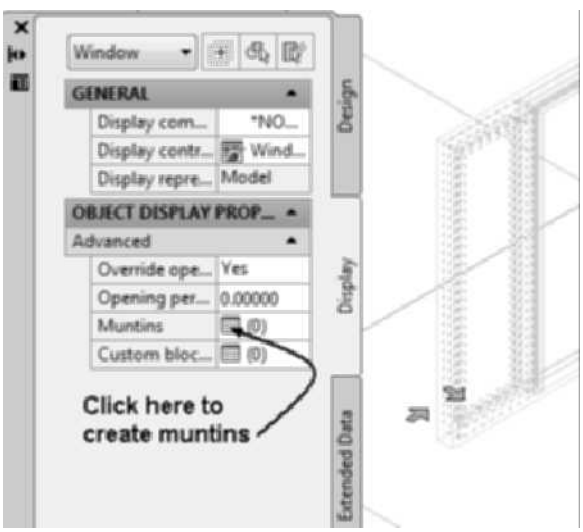
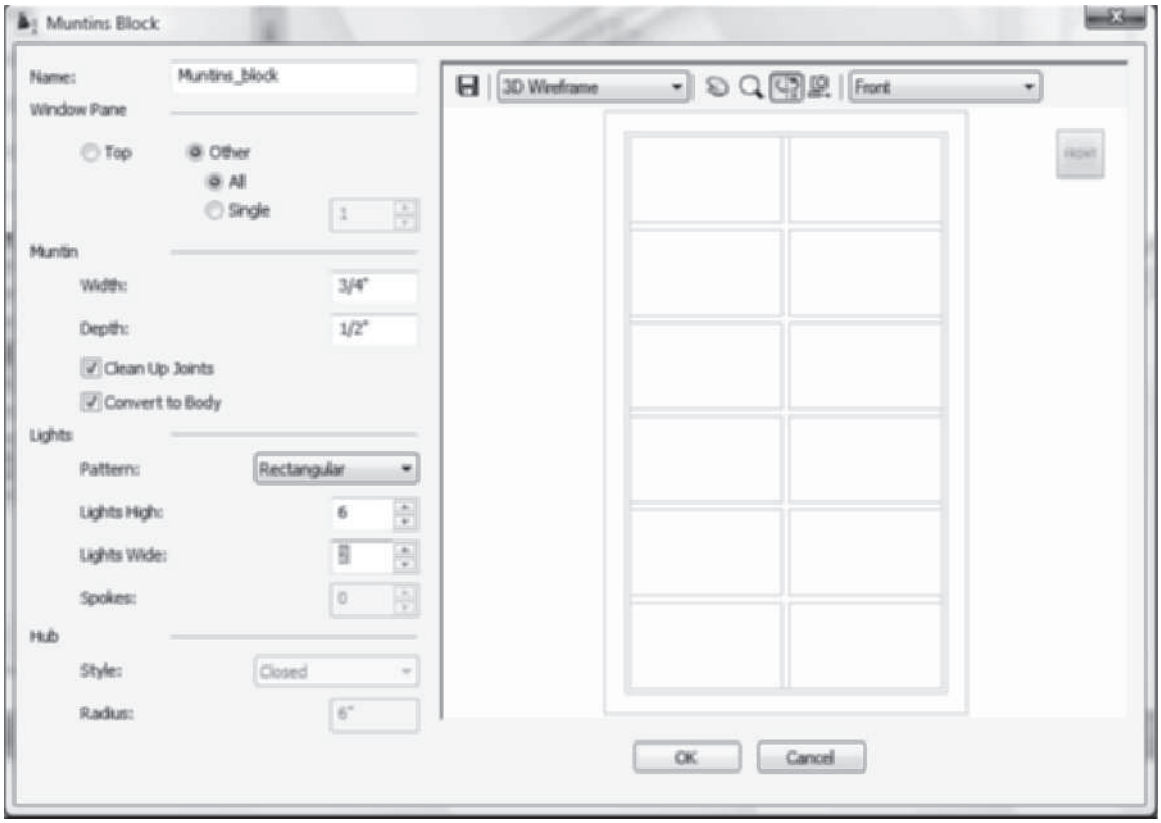

FIGURE 6.30 *Selecting the window unit of the door/window assembly*
FIGURE 6.31 *Editing the Muntins Block dialog box*
27. Select the left-window unit as shown in Figure 6.30, right-click, and choose Properties. Select the Display tab of the Properties palette.
28. In this step muntins will be added to the display of the window style. Edit Display controlled by = Window Style: Standard. Select OK to Add Style Override dialog box to create an override to the style definition. Choose the Muntins button as shown in Figure 6.30, and click the Add button to open the Muntins Block Display dialog box shown in Figure 6.31. In the Window Pane section, click the Other button and click All. In the Muntin section, set Width = 3/4" [19], Depth = 1/2" [13], and check the Clean Up Joints and Convert to Body checkboxes. In the Lights section, set Pattern = Rectangular, Lights High = 6, and Lights Wide = 2.